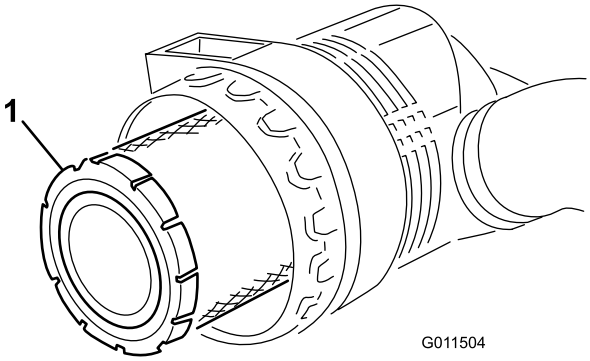
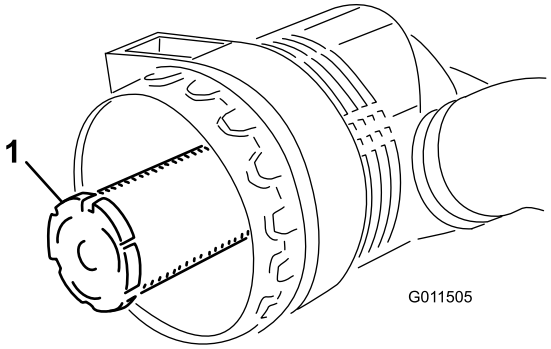

Рисунок 48
Рисунок 49
3. Снимите фильтр грубой очистки (Рисунок 48). Очищать использованный элемент не рекомендуется из-за возможности повреждения фильтрующей среды. Проверьте новый фильтр на отсутствие повреждений при транспортировке, осмотрев уплотнительный конец фильтра и корпус. Не используйте поврежденный фильтрующий элемент. **Не** снимайте контрольный фильтр (Рисунок 49).
Внимание: Никогда не пытайтесь очистить контрольный фильтр (Рисунок 49). Заменяйте контрольный фильтр новым после каждых трех обслуживаний фильтра грубой очистки.
4. Замените фильтр грубой очистки (Рисунок 48).